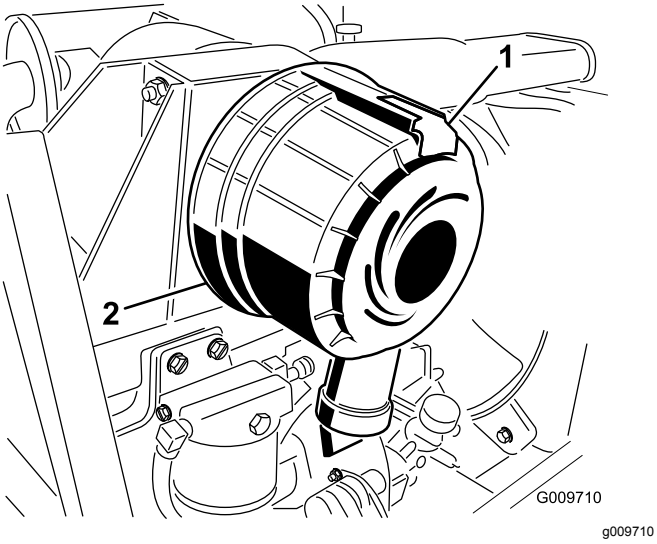

Figur 55
1. Trekk låsen utover, og drei luftrenserdekselet mot urviseren (Figur 55).